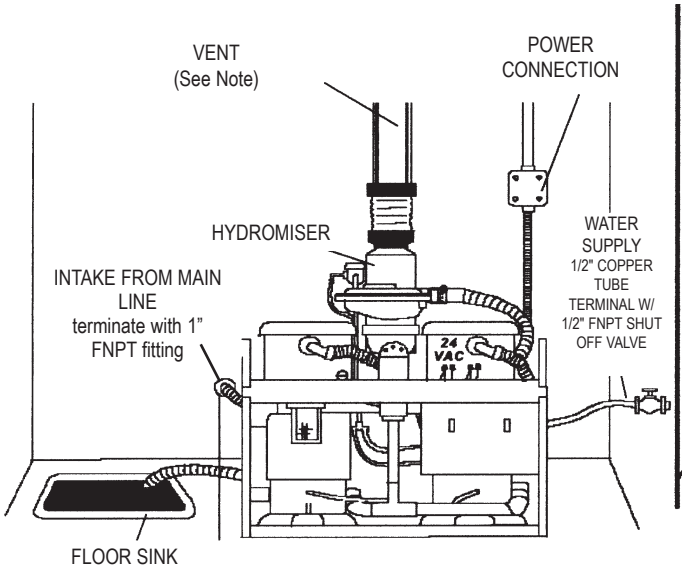
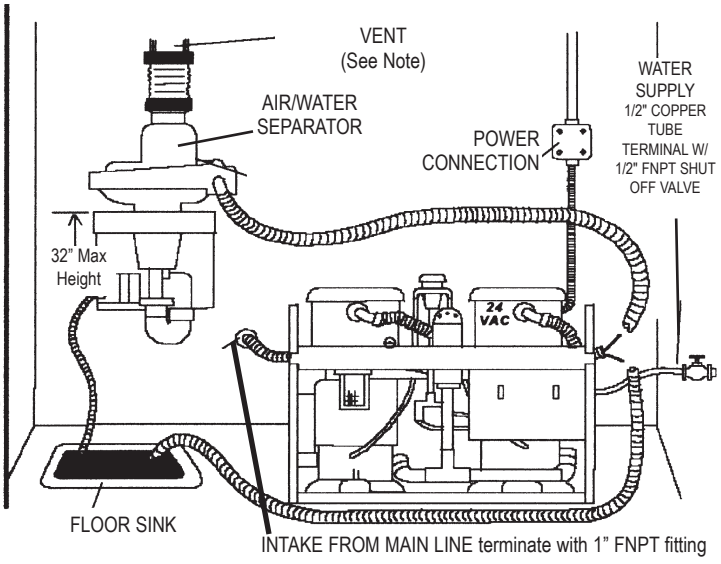

Figure 6.
Figure 7.
- For VacStars with a HydroMiser (see Fig. 6) or an Air/Water Separator (see Fig. 7), gases should be vented out according to code. The waste water (with particulates) from the operatories can be discharged via an open drain or a closed vented drain.
Figures 6, 7 and 8 show the typical installations of the dual **VacStar**™ models 50, 50H, 80 and 80H. Install the **VacStar**™ by referring to the figure corresponding to the system to be installed. Single **VacStar**™ models 20 and 40 are installed in the same manner. Make sure that all notes, warnings and requirements are followed.